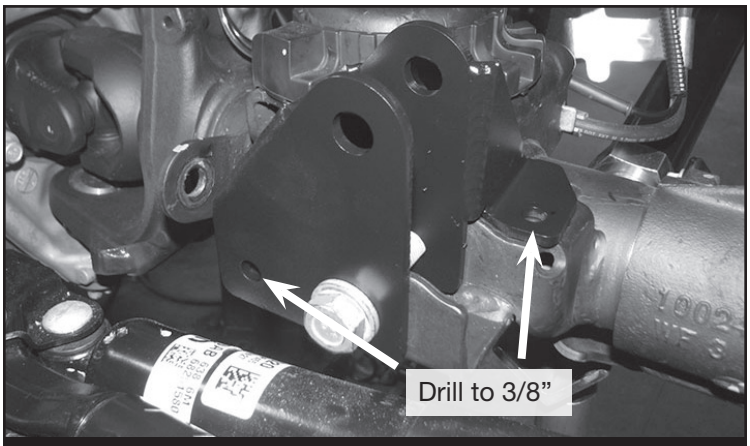

FIGURE 5 - STEP 8
8. Install FT50618 (Front track bar bracket) to the factory mount using stock bolt. **SEE FIGURE 5.** Mark the 2 holes to drill using the new bracket as a guide. Remove and drill the holes to 3/8”